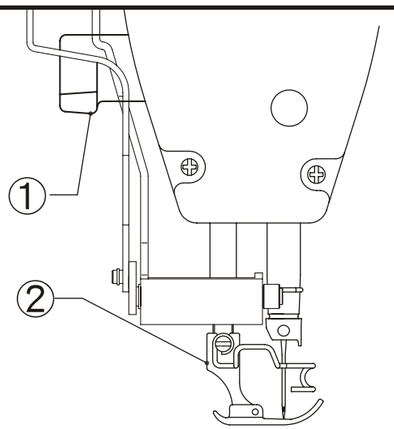

Fig. 5
2. Desciendo el pie prénsatelas 2 utilizando la palanca ascensor 1. (Fig. 5)